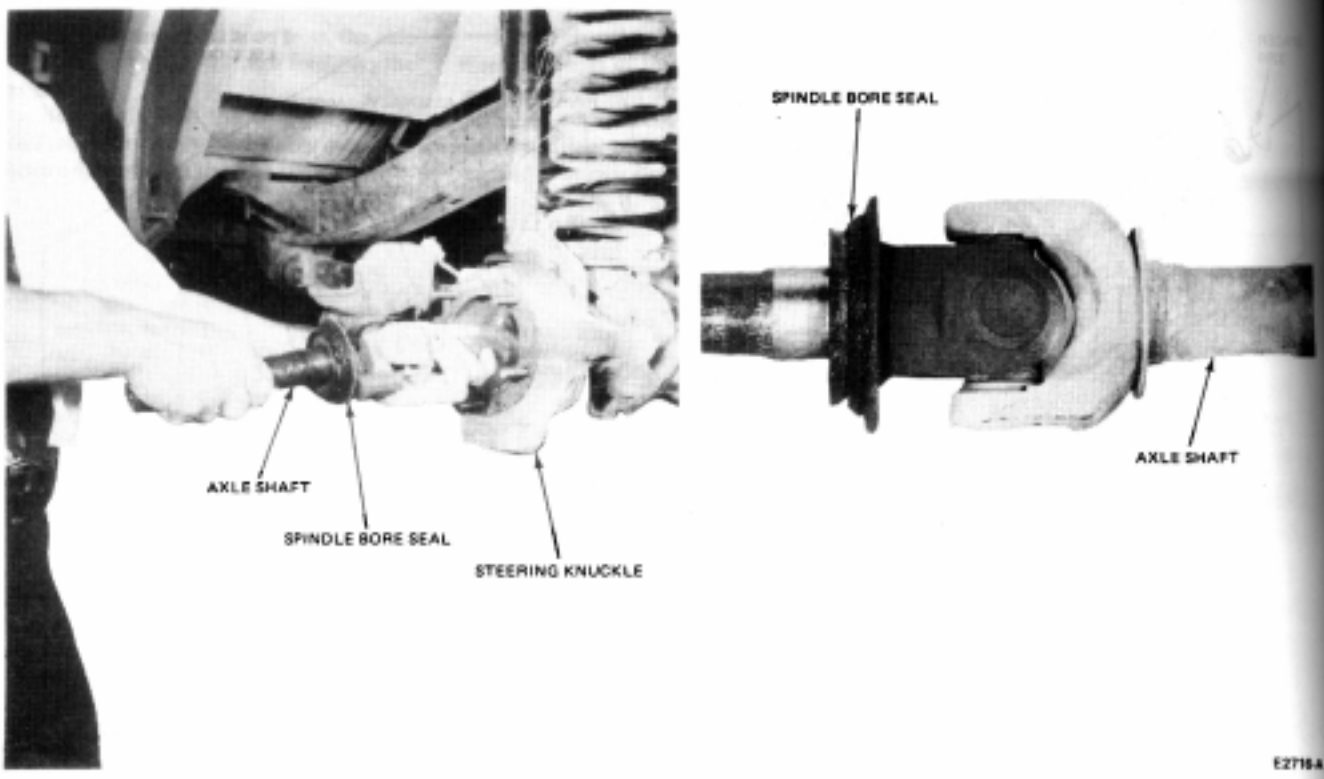

FIG. 3 Removing or Installing Axle Shaft—Typical
4. Pull the axle shaft assembly from the axle housing, working the U-joint through the bore of the steering knuckle (Fig. 3). **Use care to prevent damage to the seal. If it is bumped against the knuckle bore it can be damaged.** (At this point, the following parts can be replaced without further disassembly of the axle: axle shafts; U-joints; spindle bore seals and deflectors, and spindle bore needle bearings.)
properly installed on the axle shaft assembly (see inset on Fig. 3 for assembly sequence and position of parts). Assemble the seal on the shoulder of the deflector. Position the wheel bearing spacer, and apply a small amount of lubricant C1AZ-19590-B or equivalent to the exposed face of the spacer; then slide the axle shaft back into the housing, using care not to damage the seal.